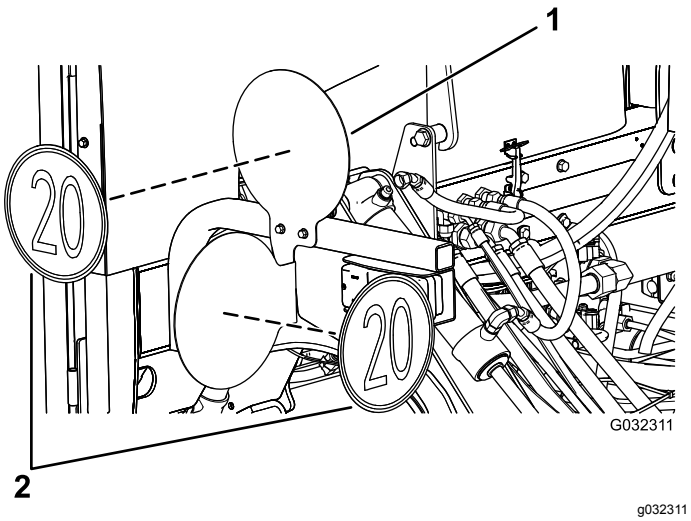

Figur 36
3. Påsæt mærkaterne på den af pladernes overflade, der vender udad (Figur 36).